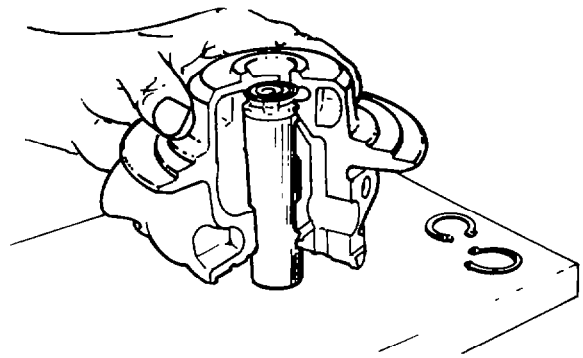

Fig. 150 — Installing Turbine End Outboard Circlip
e. Working from the compressor end of the centre housing (item 17) use Tool J-29672 to install the turbine end outboard circlip (item 16) in the centre housing (see fig. 150).